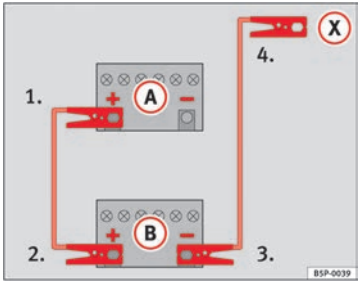
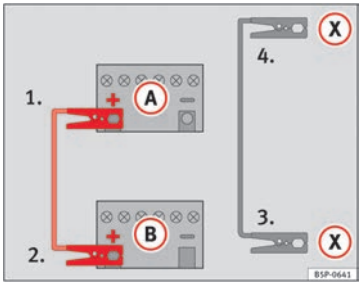

Fig. 131 Diagram of connections for vehicles without Start Stop system
Fig. 132 Diagram of connections for vehicles with Start Stop system
- Connect one end of the *red* jump lead to the positive (+) terminal of the vehicle with the flat battery (A) ⇒ Fig. 131.
- Connect the other end of the *red* jump lead to the positive terminal (+) in the vehicle providing assistance (B).
- Connect one end of the *black* jump lead to the negative terminal (–) of the vehicle providing assistance (B) ⇒ Fig. 131.
- Connect the other end of the *black* jump lead (X) to a solid metal component bolted to the engine block or to the engine block itself of the vehicle with the flat battery. However, connect it to a point as far as possible from the battery (A).
- Connect one end of the *red* jump lead to the positive (+) terminal of the vehicle with the flat battery (A) ⇒ Fig. 132.
- Connect one end of the *black* jump lead (X) to a suitable ground terminal, a solid piece of metal in the engine block, or to the engine block ⇒ Fig. 132.